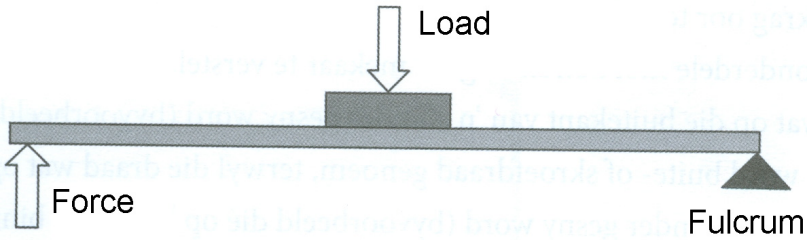

FIGURE 1.19
D. 9 mm (1)
1.19 The lever in FIGURE 1.19 is a … lever?